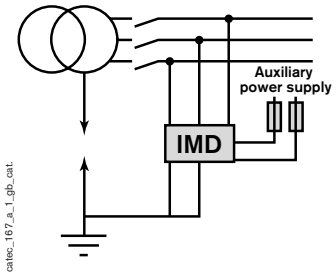

Fig. 3: IMD connection after the master switch
- connection of the IMD after the transformer coupling switch, allows preventive measurement on the dead network (measuring signal present on the phases and not requiring looping via the transformer windings) (fig. 3).